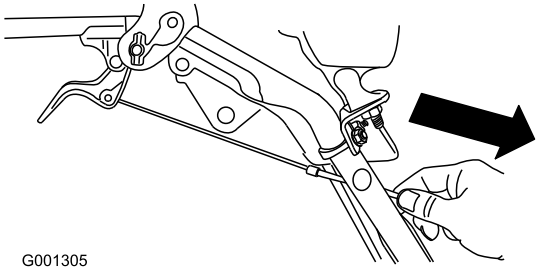

Bild 8
4. Ziehen Sie den Kabelmantel vorsichtig nach unten, bis der Radkupplungshebel unten ist, und das Kabel kein Spiel mehr hat. Ziehen Sie dann die Mutter an der Kabelklemme fest (Bild 8).